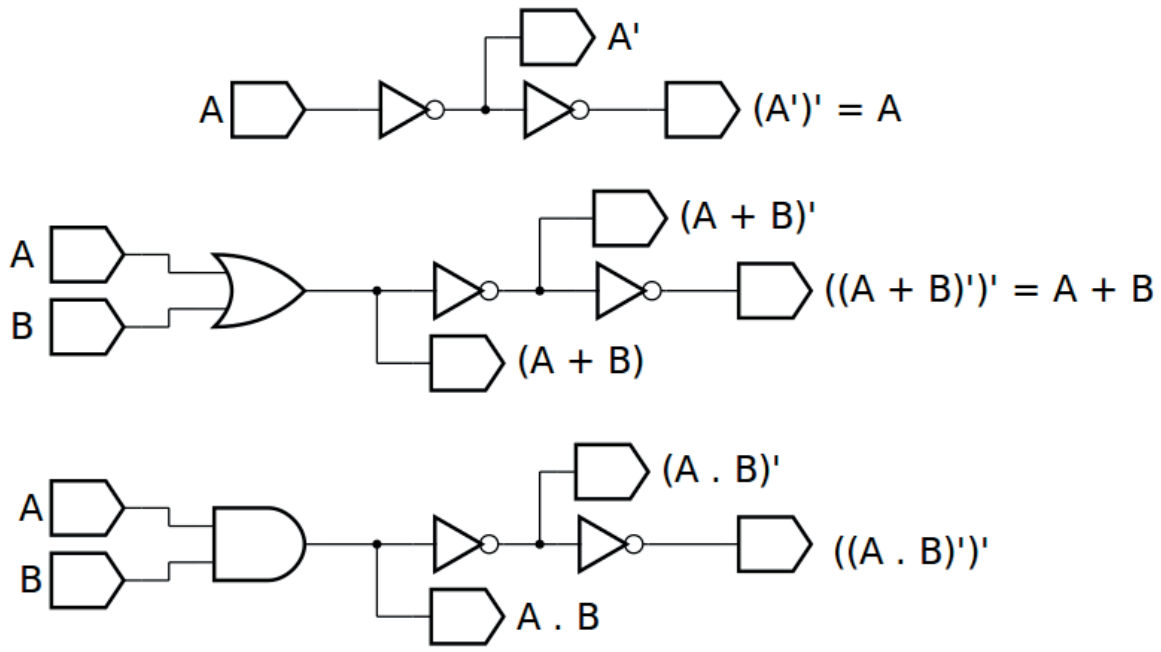
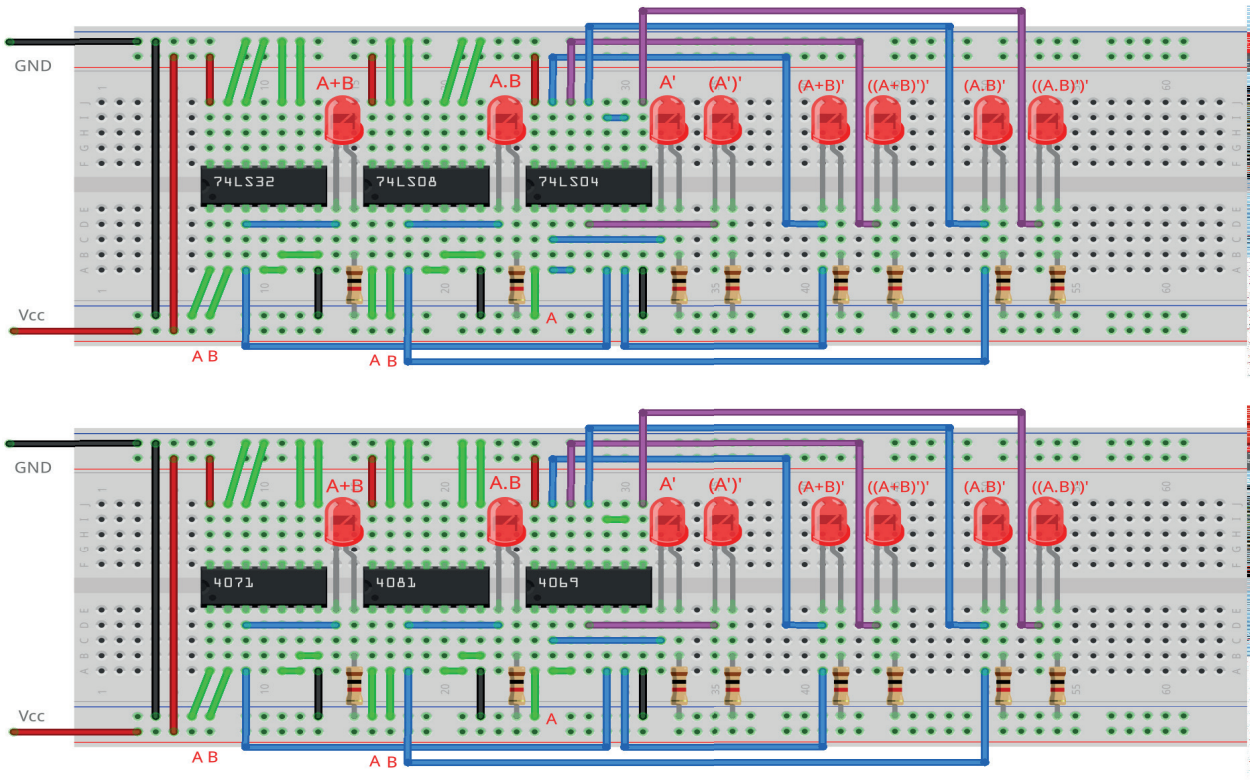

Figura 4.43 – Diagrama esquemático.
Figura 4.45 – Placa de montagem com componentes.
1. Monte o circuito da figura 4.43, conforme mostrado na figura 4.45, na placa de montagem.
6. Simule o circuito da figura 4.43 em um software de simulação para computador (SmartSim, Atanua ou Qucs) e compare com a tabela 4.15.